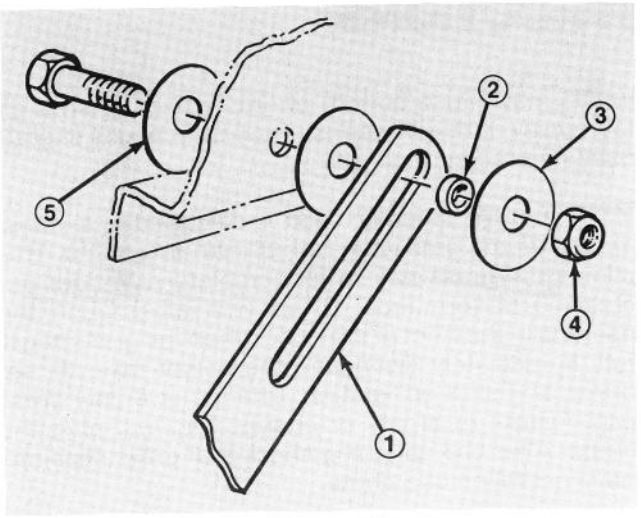

Figure 22
8. Mount hood stop, spacer, and (2) washers to each side of hood with a 5/16-18x7/8" lg. capscrew and locknut as shown in Fig. 22.